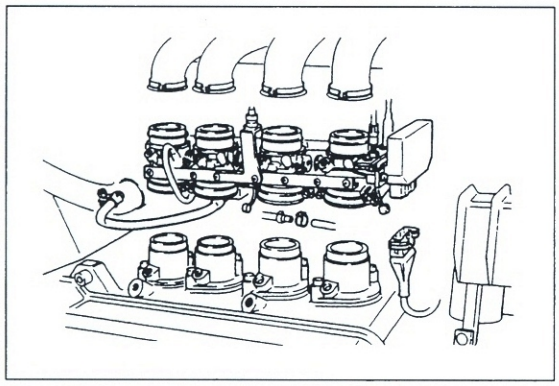

Bild 67
- Gasseilzug ③ und Chokeseilzug ④ aushängen (Kapitel 3.21).
- Drosselklappeneinheit von Stutzen (Bild 67) und Luftrückführungsschlauch an Drosselklappeneinheit abziehen.
● Drosselklappeneinheit (Bild 67) auf Ansaugstutzen aufdrücken und Schlauchschellen anlegen.